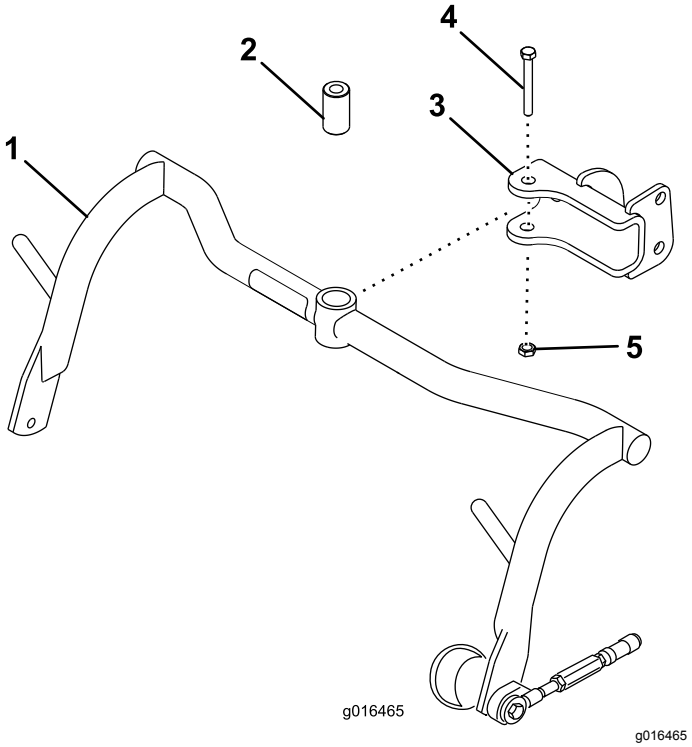

Figur 8
1. Monter en bærerammeenhed på hver gaffelbolt med en afstandsbøsning, bolt (½" x 3¼") og låsemøtrik (½"). Se Figur 8. Tilspænd til et moment på 91 til 113 N·m.